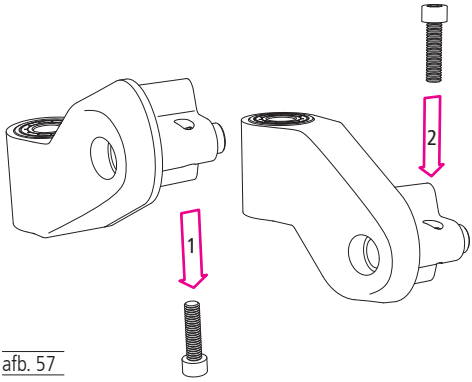

afb. 57
4. Draai de bout van de hoekverstelling er nu helemaal uit (1, afb. 57) en plaats hem in de tegenovergestelde richting terug (2, afb. 57).